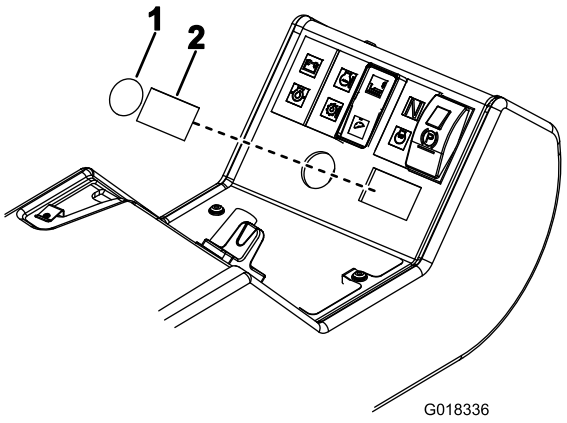

Figura 17
8. En el panel de control, retire el tapón redondo y el tapón rectangular situado a su lado (Figura 17).